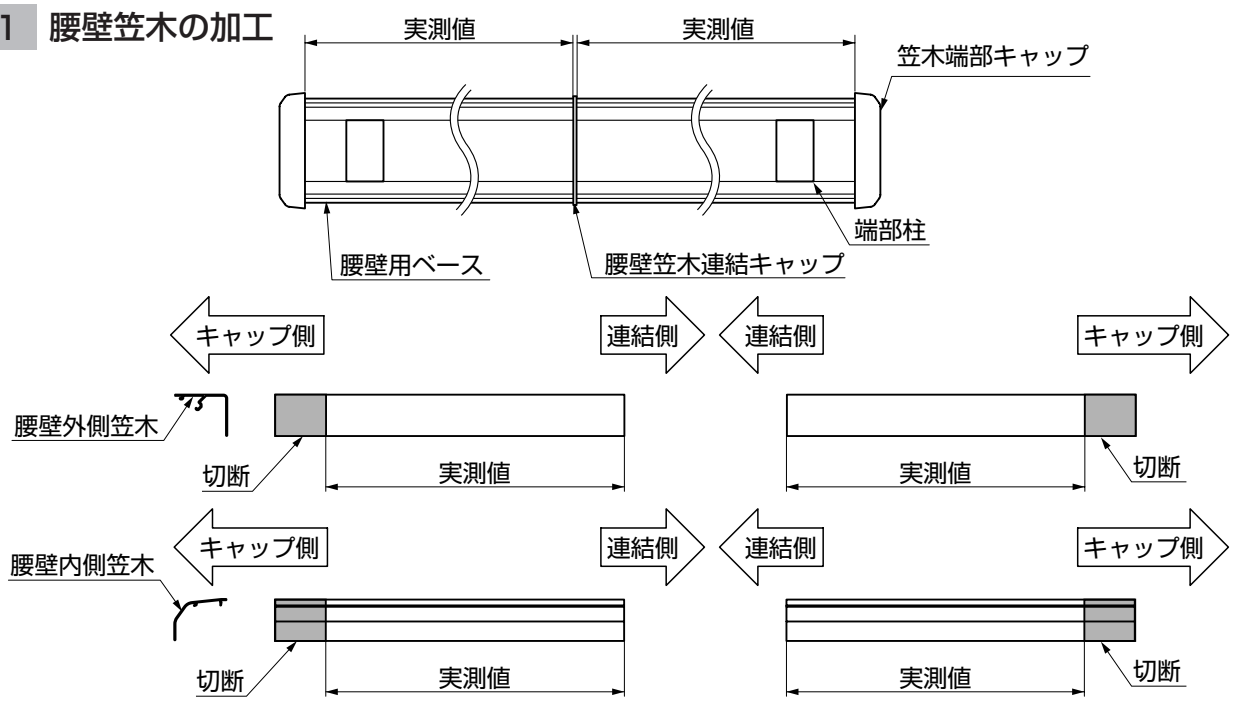

図4-1　腰壁笠木の加工
①腰壁笠木を、現場で実測して切断してください。（図4-1参照）